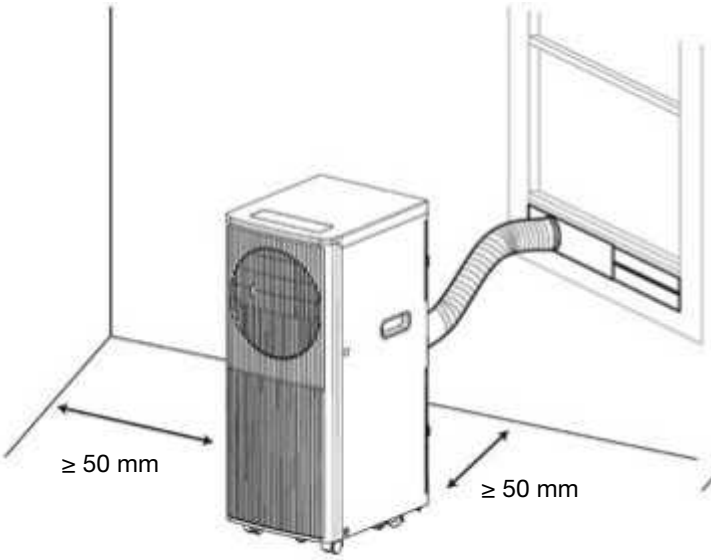
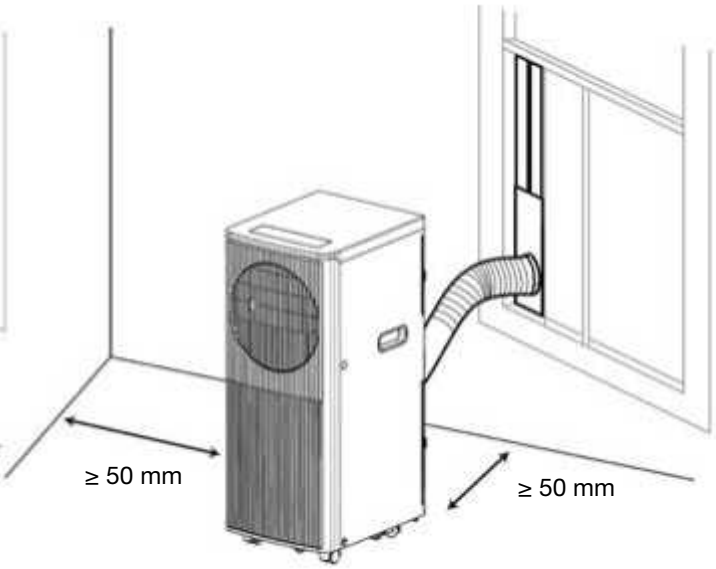

Fig. 2
Fig. 3
2) Come mostrato in Fig. 2 e Fig. 3, installare il tubo di scarico e regolare bene la posizione della finestra.